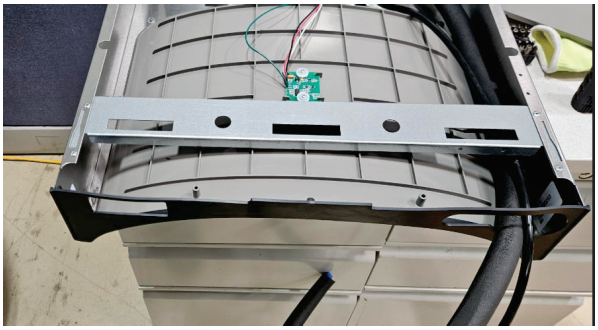

Fig. 9
1) **Remove two (2) mounting screw**s with 5/32” Allen wrench holding top cover to Bottle Filler (See Fig. 9). Remove top cover. Note do not discard mounting screws, they will be needed to reinstall top cover.
6) **Install gasket on the bottom of bottle filler tower** by pushing detents into place (See Fig 9).